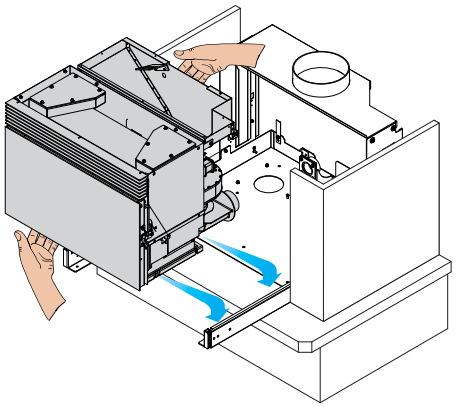

Afb. 6.1.10
10) Plaats de inzethaard opnieuw op de rails (Afb. 6.1.10)